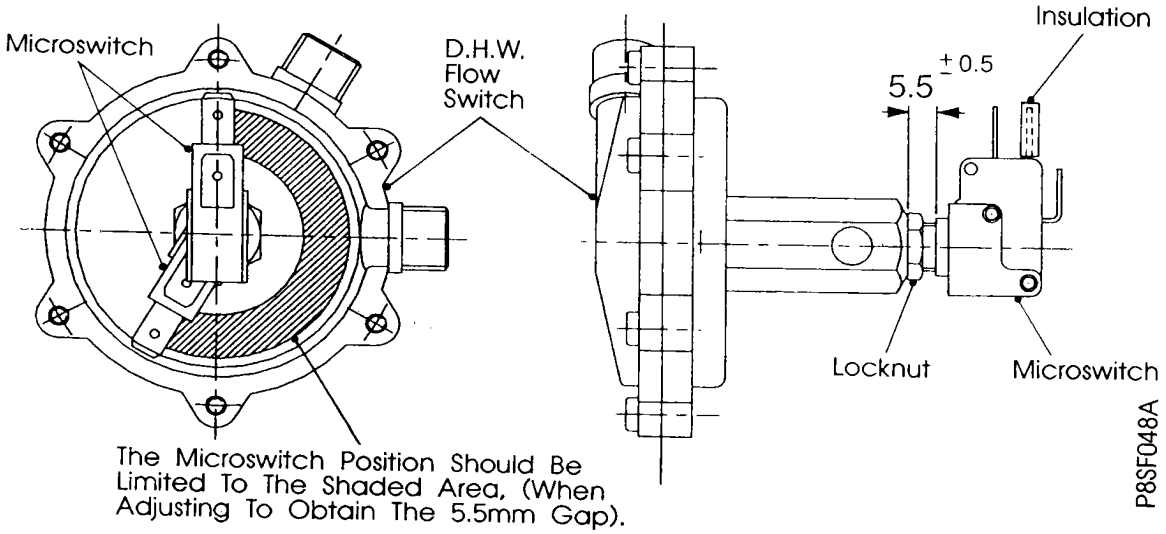

Fig. 32
f. Transfer the micro switch assembly by loosening the locknut and unscrew the switch, refit the micro switch to the new flow switch and position the switch as dimensioned in Fig. 32.
g. Re-assemble in reverse order. Ensure the wires are connected correctly as shown in Fig. 32.
d. Loosen the locknut and remove the switch, fit the new micro switch (with locknut) to the flow switch and position the switch as dimensioned in Fig. 32.
e. Re-assemble in reverse order. Ensure the wires are connected correctly as shown in Fig. 32.